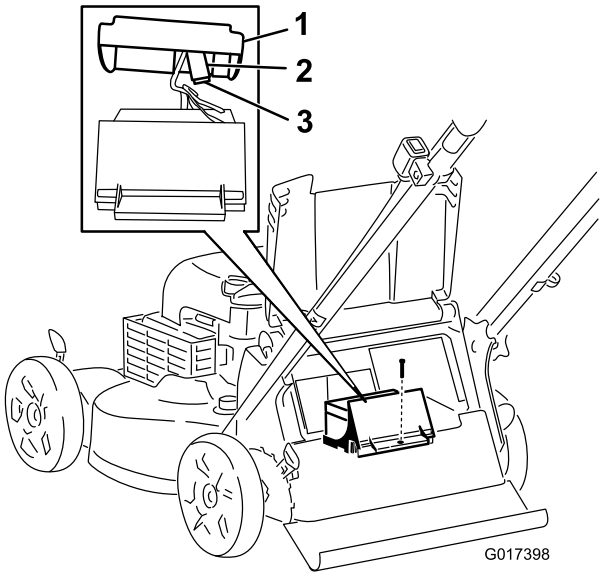

Figur 26
3. Ta bort den skruv som håller fast batterifacket, dra ut batteriet och leta reda på säkringen (Figur 26).
4. Byt säkringen i hållaren (Figur 26).